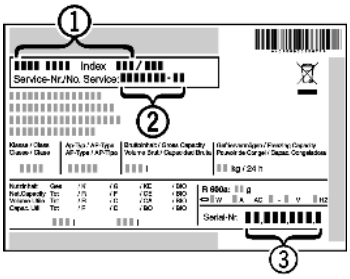

Fig. 10
▶ Z nazivne ploščice odčitajte oznako aparata *Fig. 10 (1)*, servisno št. *Fig. 10 (2)* in serijsko št. *Fig. 10 (3)* . Nazivna ploščica se nahaja na levi strani notranjosti aparata.
▶ Obvestite servisno službo in jim povejte, za kakšno napako gre, povejte pa tudi oznako aparata *Fig. 10 (1)*, servisno št. *Fig. 10 (2)* in serijsko št. *Fig. 10 (3)*.